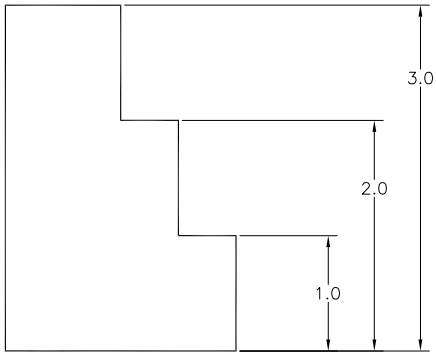

Figure 35-26 *Staggered dimensions*
4. For parallel dimension lines, the dimension text can be staggered if there is not enough room between the dimension lines to place the dimension text. You can use the AutoCAD Object Grips feature or the **DIMTEDIT** command to stagger the dimension text (Figure 35-26).